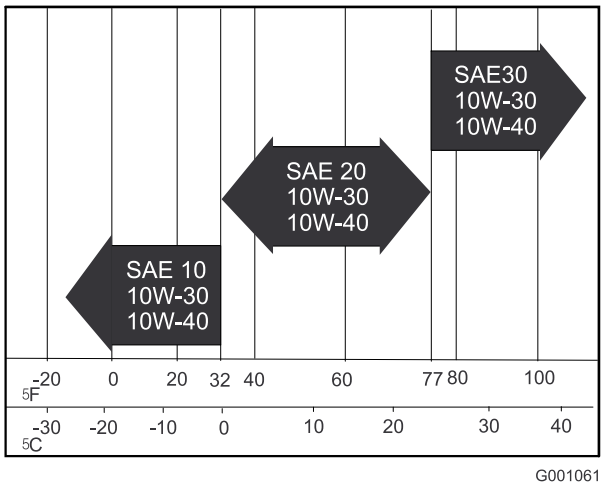

**Figur 43**
**Motorolieviskositet:**Vælg en motorolieviskositet i henhold til den omgivende lufttemperatur i tabellen i Figur 43.